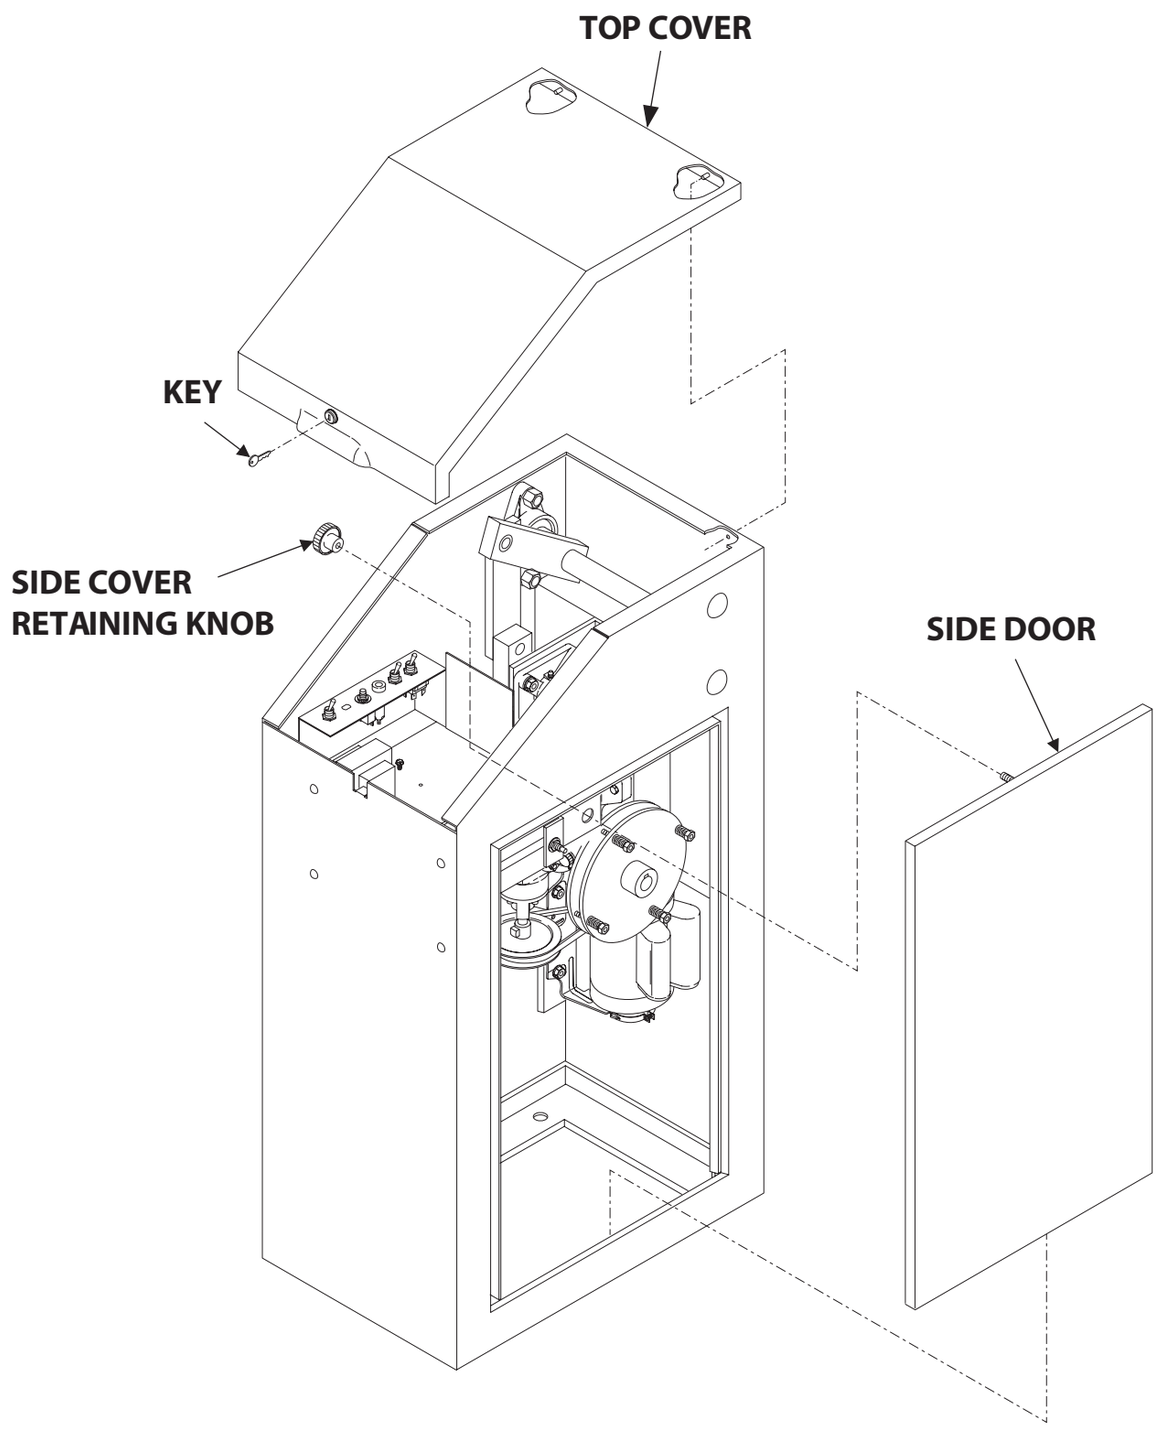

FIGURE 1
2. Remove side door of operator by reaching inside operator and unscrewing retaining knob at top of door. After removing retaining knob, push out top of door and lift away from operator. See **Figure 1** below.